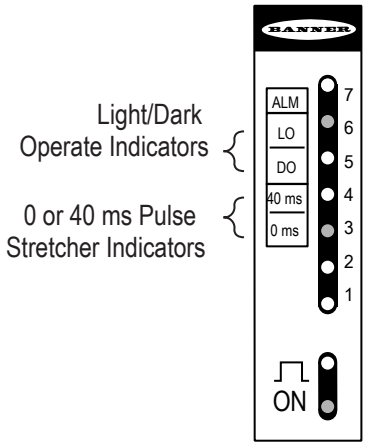

*Figure 3. D12 Expert setting indicators, shown set to factory defaults*
The output configuration can be checked at any time by holding down the push button for 2 seconds. The sensor's 7-segment LED display indicates the current setting for 10 seconds (see *Figure 3* on page 4), while the sensor continues normal operation. Factory settings for the output configuration are no delay (0 ms) and light operate (LO).